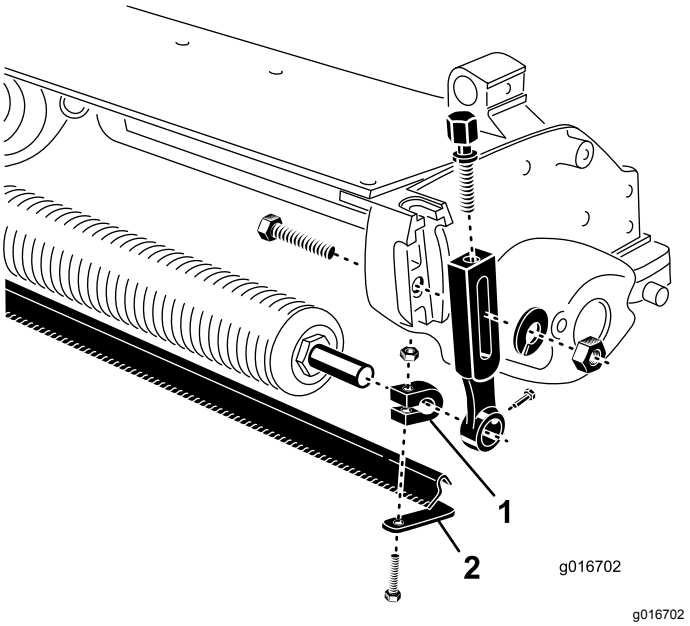

Figura 2
5. Su ogni serratubo montate una vite a testa cilindrica e un dado, senza serrare (Figura 2). Non serrate.
6. Inserite l'apposito serratubo su ogni estremità dell'albero del rullo (Figura 2).
9. Posizionate la spazzola tra il rullo anteriore e l'apparato di taglio come mostrato in Figura 2.